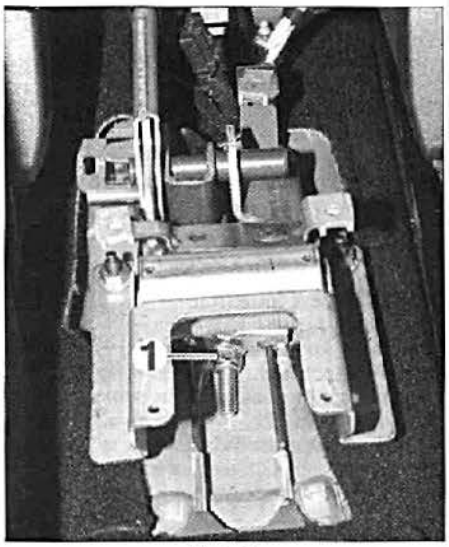

FIG. 18
• Actuar sobre la tuerca (1) para obtener un desprendimiento "J" inferior a 1,5 mm **(fig. 18).**